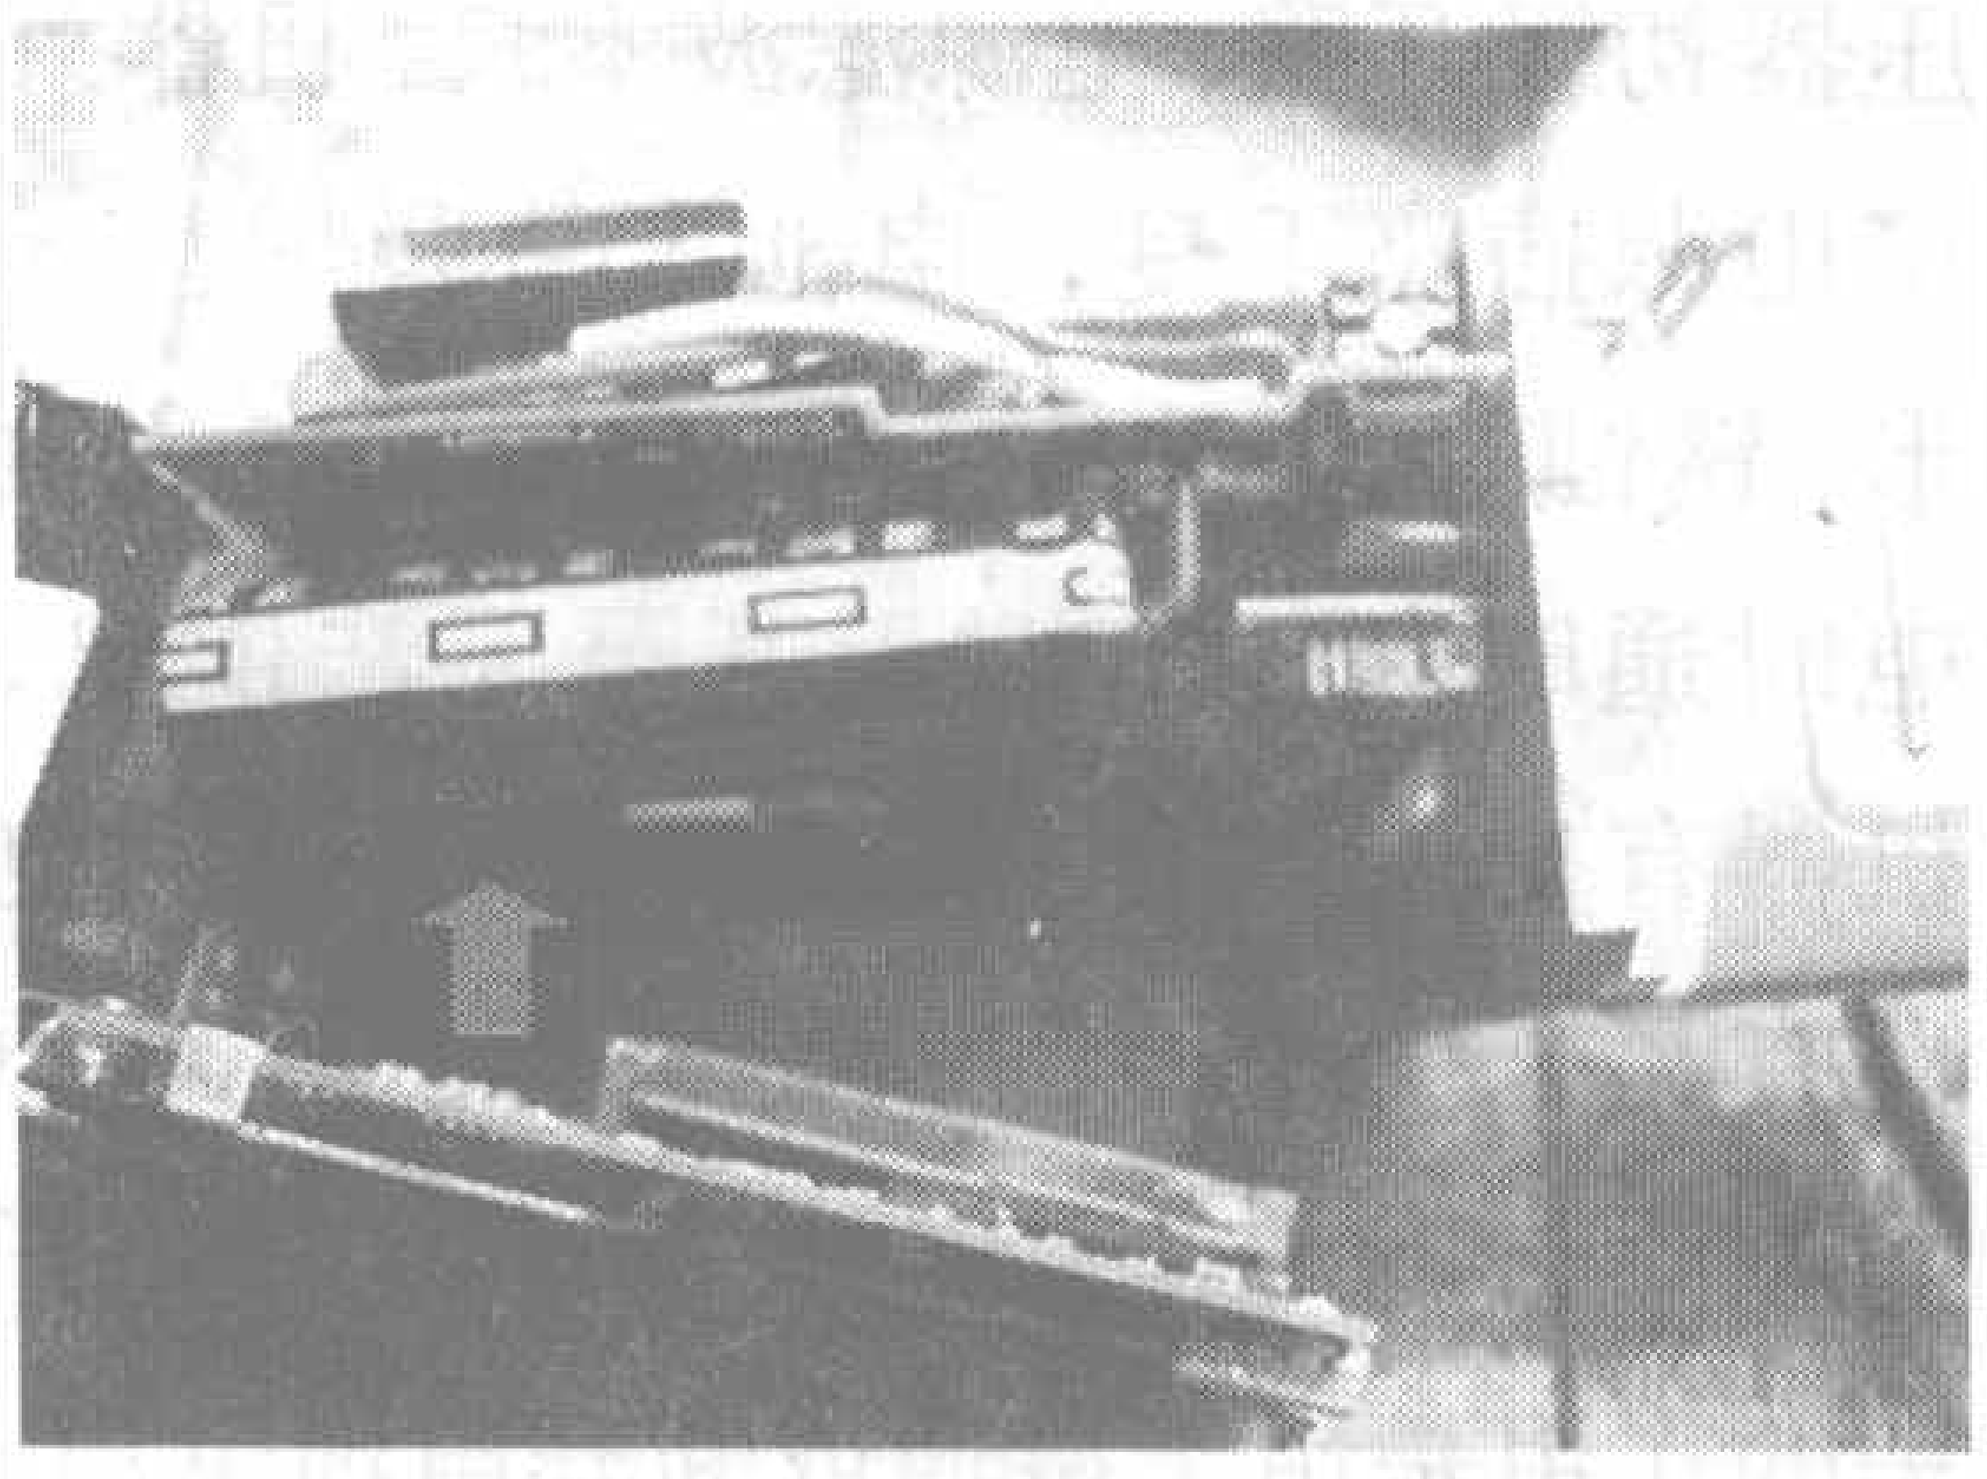

图8
2.电源板和镜头之间有排线连接，图8中箭头所指就是镜头组件排线。如果不碍事可以不拆开排线。